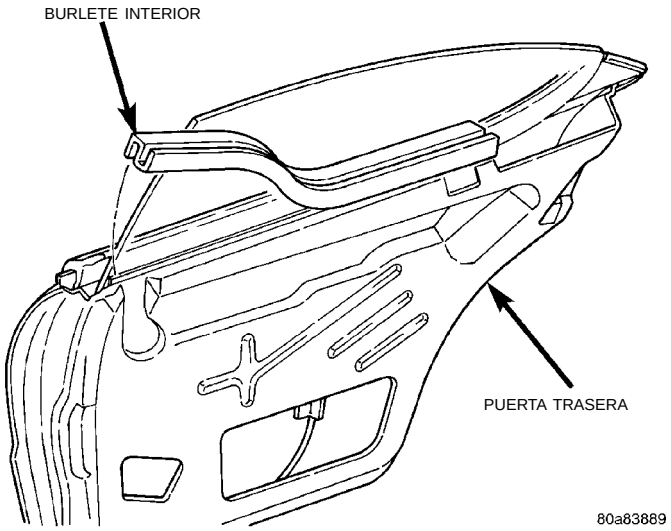

Fig. 46 Burlete interior de la puerta trasera
(1) Retire el panel tapizado de la puerta.
(2) Extraiga el burlete de la parte superior del panel de la puerta (Fig. 46).
(3) Separe el burlete de la puerta.